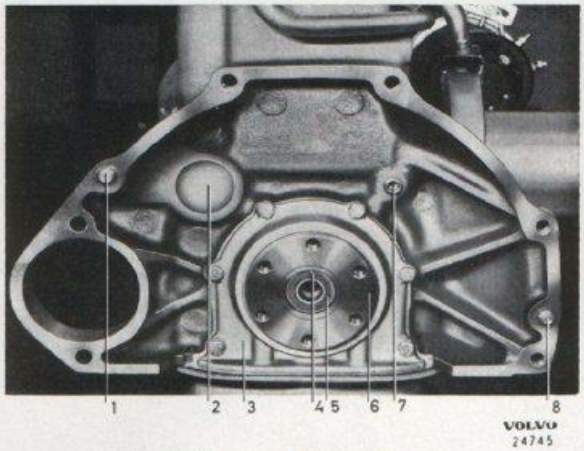

Bild 1-92. Motorns bakända
Stödlagret (5, bild 1-92) smörjes före montering med värmebeständigt kullagerfett. Lagret hålles i läge av en låsring (4).